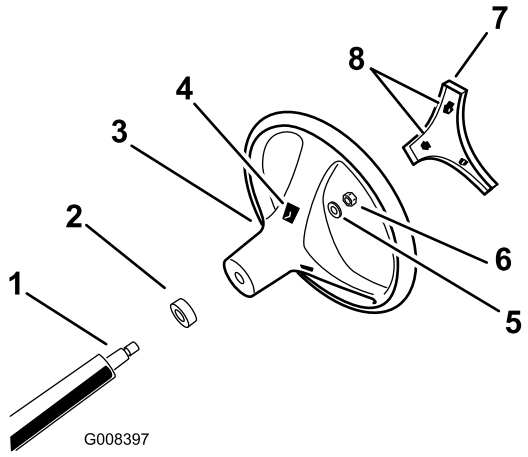

Figuur 3
1. Maak langs de openingen achteraan het stuurwiel de borglipjes van de middenkap los, en neem de kap van het stuurwiel (Figuur 3).
2. Verwijder de borgmoer en de ring van de stuuras (Figuur 3).
3. Lijn het stuurwiel uit met de spieën op de stuuras (Figuur 3).
4. Monteer de ring en de borgmoerdraden van de stuuras (Figuur 3).
6. Lijn de borglipjes van de middenkap uit met de openingen in het stuurwiel en druk de kap op het stuur tot de borglipjes op hun plaats klikken (Figuur 3).